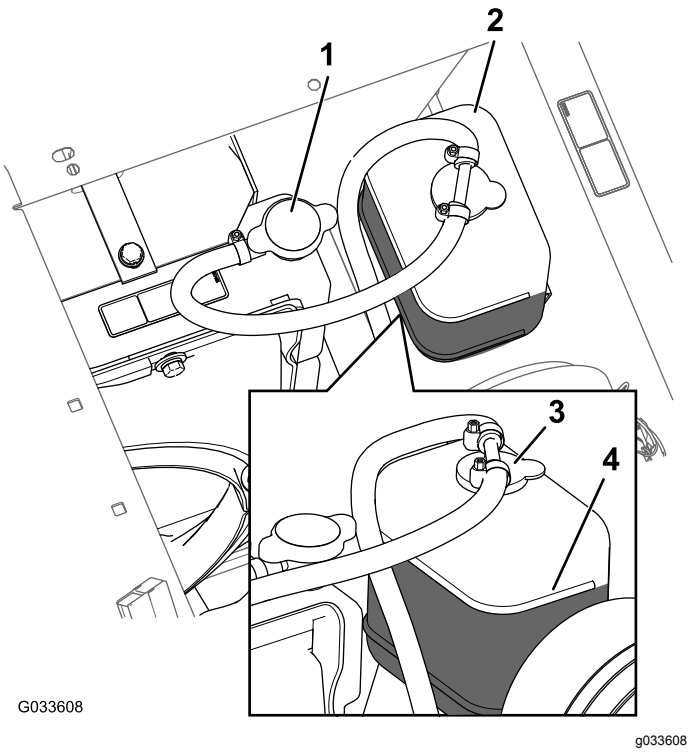

Figur 85
3. Afmonter forsigtigt kølerdækslet og ekspansionsbeholderens dæksel (Figur 85).
Bemærk: Køleren bør fyldes til toppen af påfyldningsstudsen, og ekspansionsbeholderen bør fyldes til mærket FULL (Fuld) på tanken (Figur 85).
5. Hvis kølervæskestanden er lav, skal du fjerne ekspansionsbeholderens dæksel og kølerdækslet og fylde ekspansionsbeholderen op til mærket FULL (Fuld) og køleren op til toppen af påfyldningsstudsen (Figur 85).
6. Monter kølerdækslet og dækslet til ekspansionsbeholderen (Figur 85).
2. Når motoren er afkølet, fjernes kølerdækslet (Figur 85).